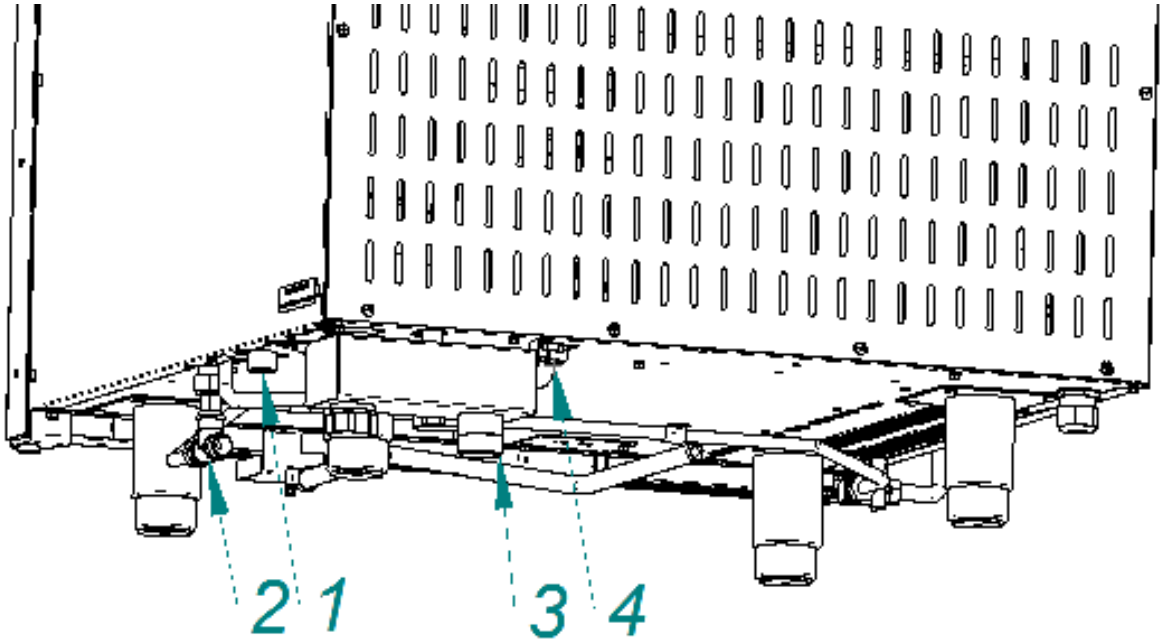

Рис. 4. Подключение к системе водоснабжения
- G3/4 (см. рис. 4 поз. 1 (наружная резьба)) – бойлер. Воду подвести только через систему фильтрации;
- G1/2'' (см. рис. 4 поз. 2 (наружная резьба)) – душевому устройство и охлаждение коллектора. Допускается подключать к не фильтрованной воде
- подключить пароконвектомат к системе канализации, используя шланг, входящий в комплект поставки - подключение через штуцер с резьбой G1¼" рис. 4 поз. 3. К канализационной сети следует предусматривать присоединение с разрывом струи не менее 20 мм. от верха приемной воронки (СНиП 2.04. 01-85 п. 17.11. см. рис. 11).